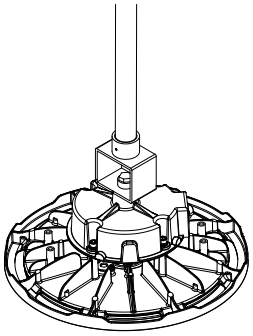

Figure 6
3. Screw the adapter with the fixture onto a pole and secure it with an screw (included with the adapter). (Figure 6)